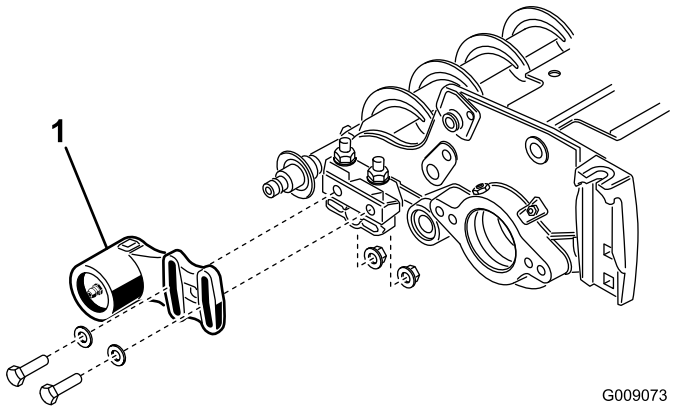
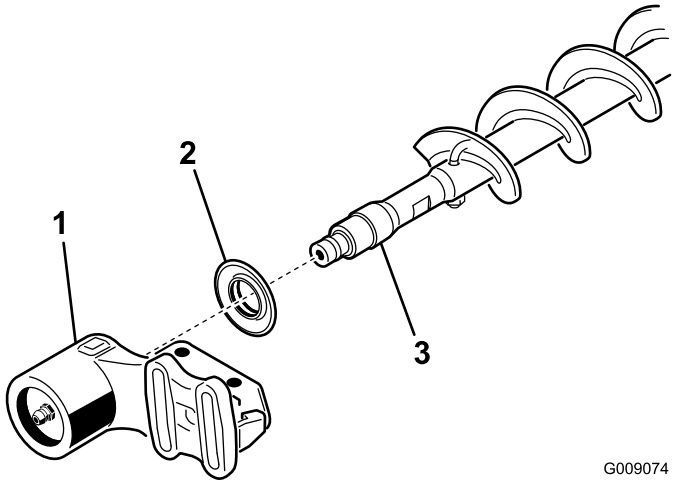

Figur 20
Figur 21
1. Hvis det monteres valsebørste på klippeenheten, skal de to boltene, skivene og mutterne som fester det ikke-drivende lagerhuset til lagerhusets monteringsbrakett, fjernes (Figur 20) og (Figur 21).
2. Før det ikke-drivende lagerhuset og pakningen av børsteakselen (Figur 21).
9. Monter pakningen og det ikke-drivende lagerhuset på børsteakselen (Figur 21).